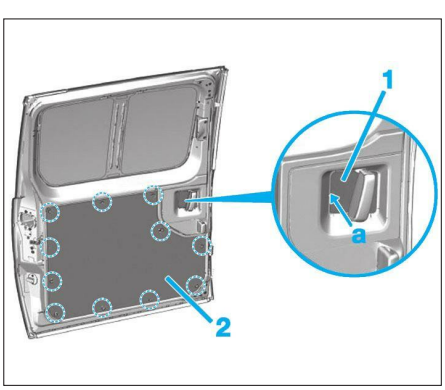

**Fig. 37**
• Dégrafer l'enjoliver (1) en (a) et le déposer **(Fig.37)**.
• Dégrafer et déposer la garniture (2) de la porte latérale coulissante.